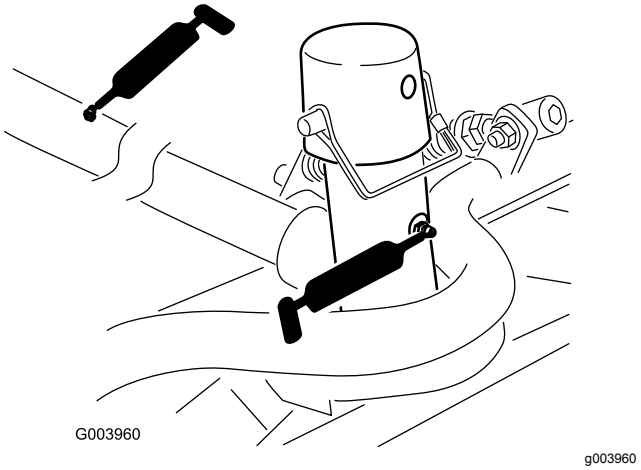

Figuur 38
- Draagframe en draaipunt van maaidek (2 elk) (Figuur 38)